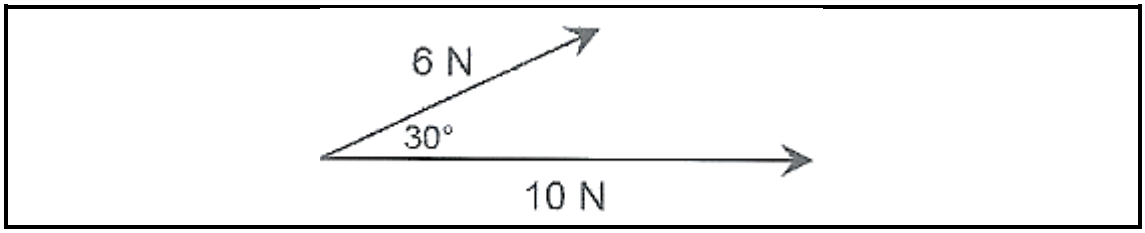

FIGUUR 1 (3)
1.2 Bereken die resulterende krag en rigting wat in FIGUUR 1 aangedui word.